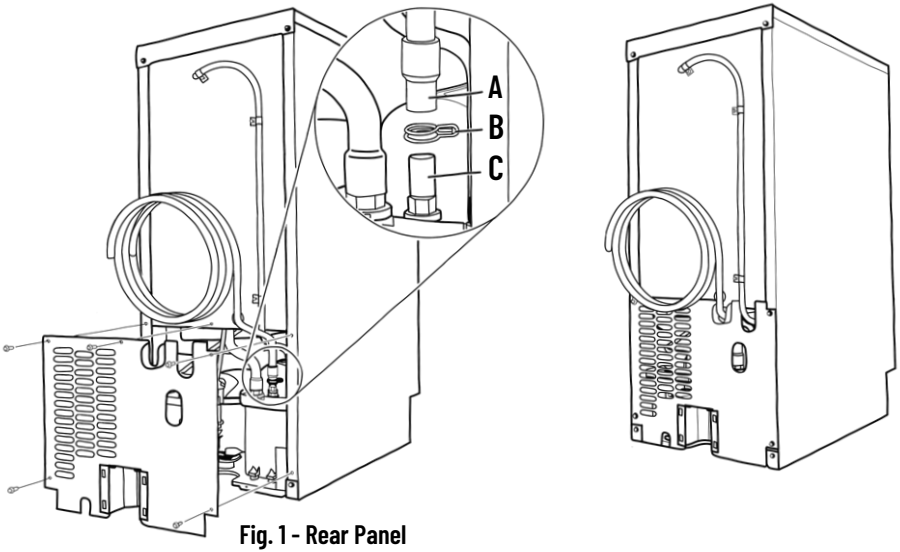

Fig. 1 - Rear Panel
1. Remove the rear panel. See Fig. 1 for illustration of the five screw locations.